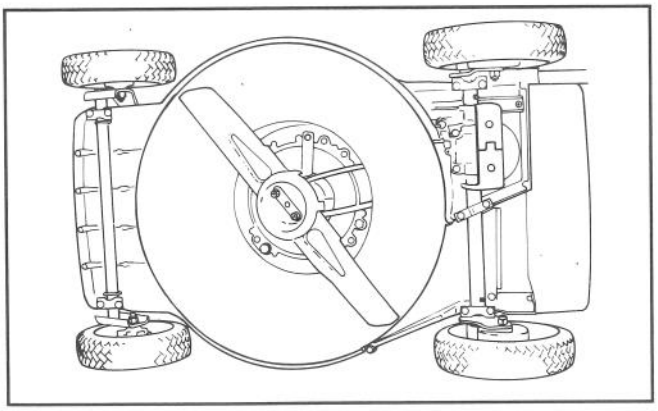

Afbeelding 26
2. Leg de maaier op zijn rechter zijde (Afb. 26). Pas op dat het mes niet draait. Dit kan tot problemen bij het starten leiden.